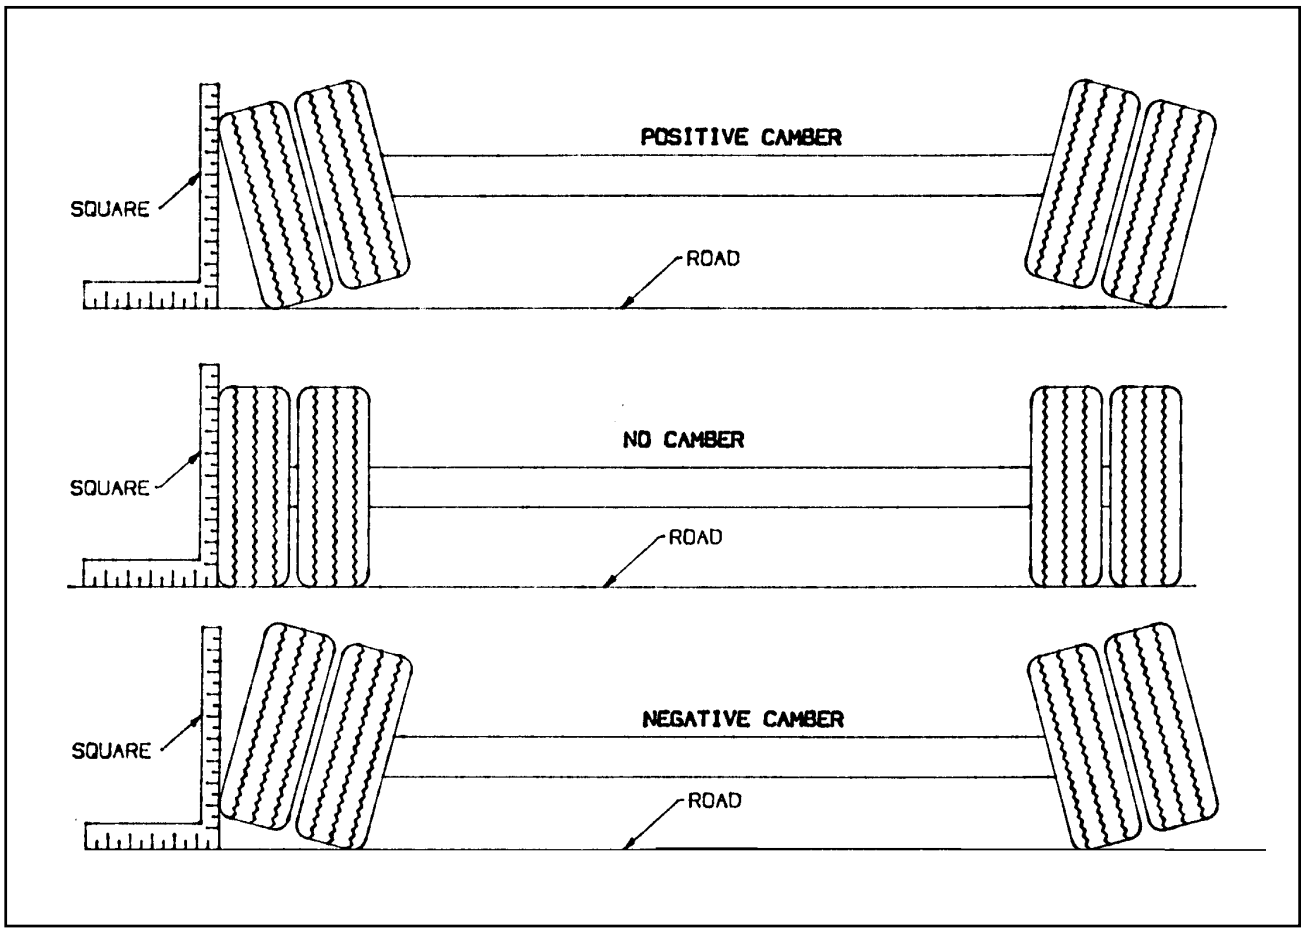

**Figure 4-5 Examples of Camber**
**d.** Follow the same procedures as in **Section 4-7.1 b. and c.,** except place the axle gauge above and below the axle. If gauge point gap is found, the axle has positive or negative camber. The trailer axle has no camber from the factory. If it is found to have positive or negative camber, axle replacement is necessary **(See Figure 4-5** for examples of camber).